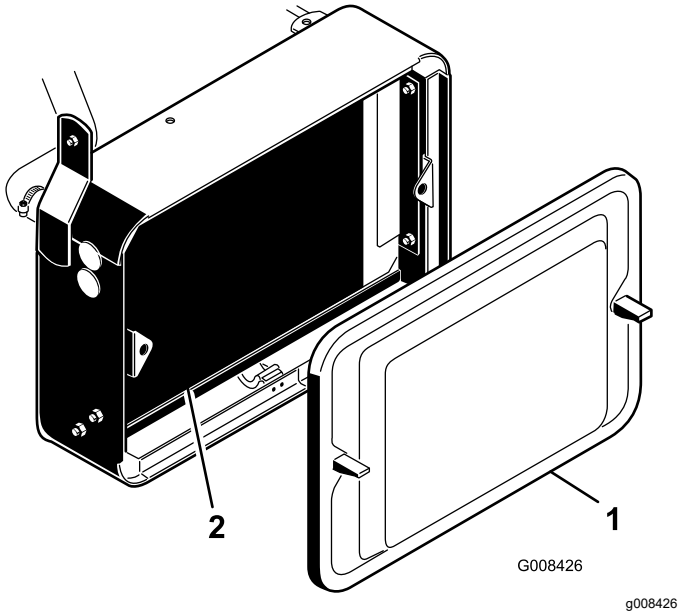

**Figuur 44**
1. Verwijder het radiateurscherm (Figuur 44).